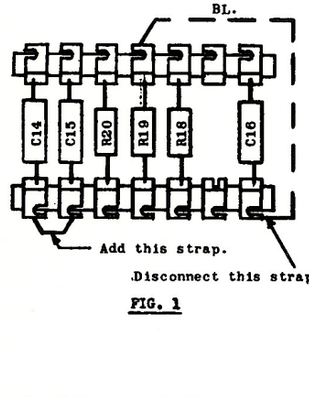
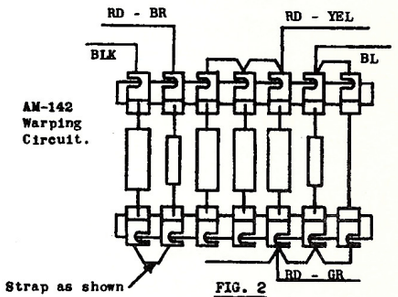

FIG. 1
FIG. 2
A. To facilitate adjustments of the lens tube, using an 8,000 cycle test film,as described in Equipment Bulletin "SH-1000 Sound Mechanism", the temporary wiring changes (referred to factory adjustment) in the warping circuit of the AM-1001 Amplifier, as shown in Figure 1 are recommended. Similar changes should be made in the warping circuit of the AM-142 Amplifier Equipment and in the high frequency equalization in the AM-141 Volume Control Amplifier as shown in Figures 2 & 3. These changes raise the characteristic at the high end in contrast to the normal droop, and thereby increase the accuracy of the adjustment. The warping circuit should be restored to normal after the adjustments have been completed.